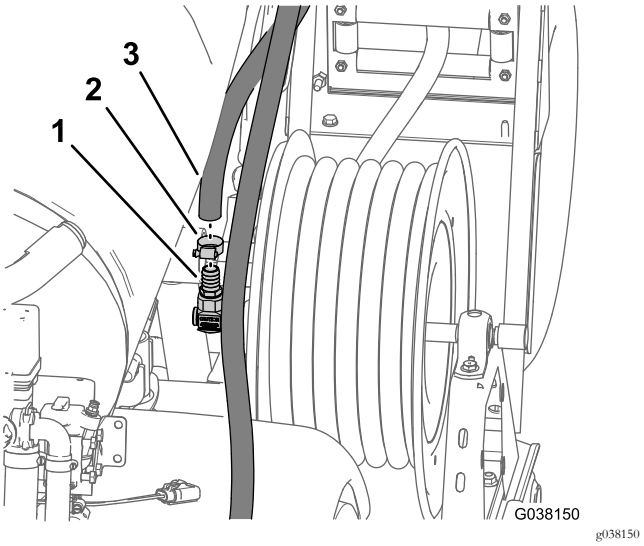

Figura 98
6. Monte o tubo de fornecimento na união estriada na entrada do cilindro da tubagem (Figura 98) e prenda o tubo com uma braçadeira de tubos de 13 a 32 mm.